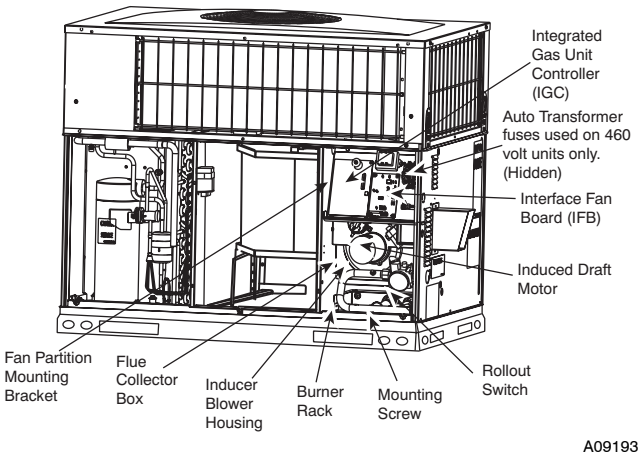

**Fig. 23 - Blower Housing and Flue Collector Box**
2. Remove the 11 screws holding the flue collector box cover (See Fig. 23) to the heat exchanger assembly. Inspect the heat exchangers.
Unit is equipped with a direct spark ignition 100 percent lockout system. Ignition module (IGC) is located in the control box (See Fig. 23). Module contains a self-diagnostic LED. During servicing, refer to label diagram or Table 8 in these instructions for LED interpretation.
5. Remove fan partition mounting bracket (2 screws located on the left side of control compartment on the fan partition panel). Slide bracket forward, bottom first, to remove. (See Fig. 23.)
7. Remove the mounting screw that attaches the burner rack to the unit base (See Fig. 23).
8. Partially slide the burner rack out of the unit (see Fig. 23 and 26). Remove ignitor and sensor wires at the burner assembly. Remove wires to rollout switch.
9. Slide the burner rack out of the unit (See Fig. 23 and 26).